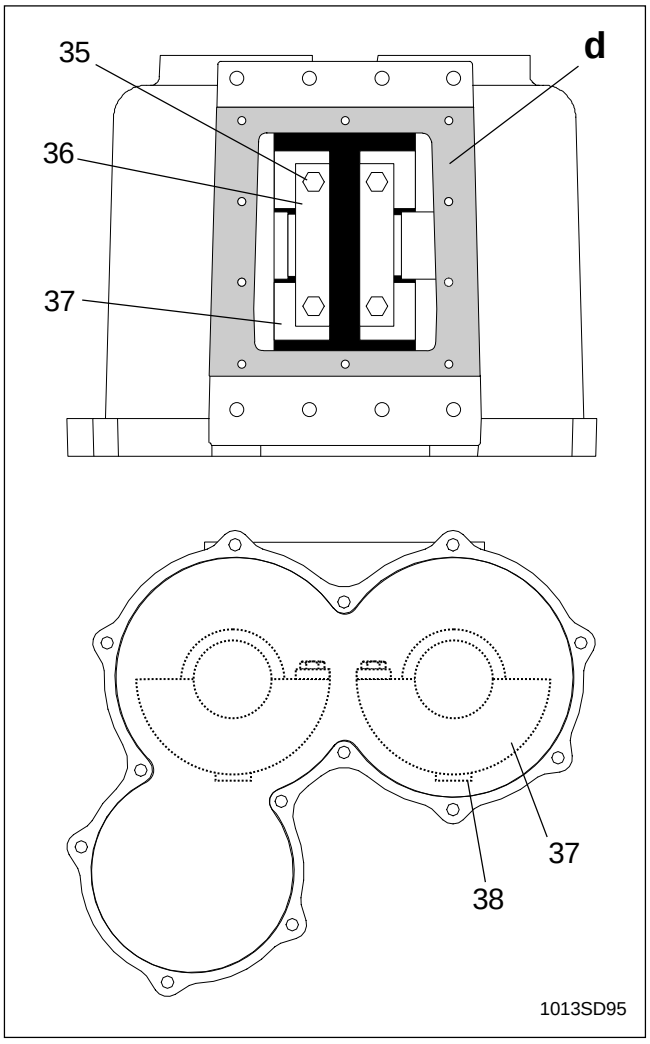

FIG. 5-7 WEIGHT ORIENTATIONS
Note: *Complete steps 9 through 15 with exciter casing inverted as shown in Figure 5-7.*
10. Secure weight mounts (36) to weights with M10 screws (35). Use Loctite 271 on screws and torque to 36 ft.lbs. (49 Nm).
CAUTION: For proper machine performance, it is essential that weight mounts (36) be mounted correctly. Fasten weight mounts as shown in Figure 5-7.
12. Apply Loctite 515 or equivalent gasket compound to base of exciter **(d)**. Install exciter base cover (23) to housing with M6 screws (24). Use Loctite 242 on screws and torque to 7 ft.lbs. (10 Nm).
13. Apply Loctite 515, or equivalent gasket compound, to machined face **(e)** of exciter gear cover (28). Be sure to coat around entire face of cover including around holes to prevent exciter from leaking. Secure the cover to housing. Use Loctite 242 on screws and torque to 18 ft.lbs. (24 Nm).